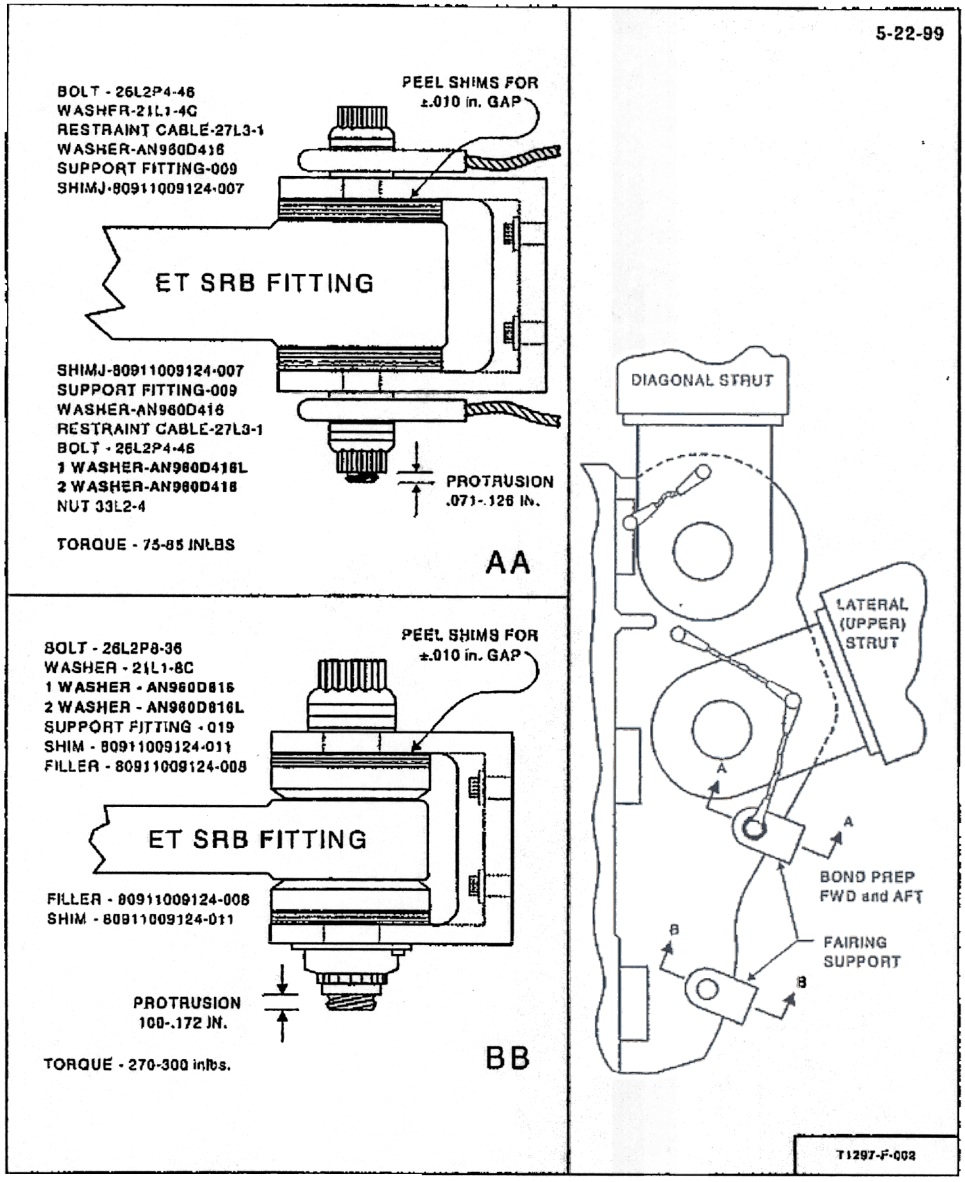

FIGURE 2 - ET/SRB UPPER AFT FITTING ASSEMBLY AND FAIRING SUPPORTS
Install 80911009124-007 shim between fairing support and top and bottom surfaces of ET/SRB fitting assembly (see figure 2, section B-B).
• **Measure** maximum clearance between top of shim and inner surface of fairing support clevis (see figure 2, section B-B)